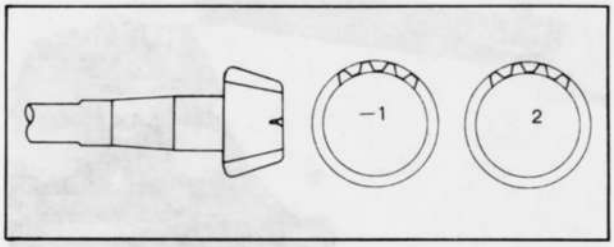

Fig. 9–21 Mark of pinion
8. Place the bearing model and the rear pinion bearing on the surface plate and compare their heights as shown in Fig. 9–22.